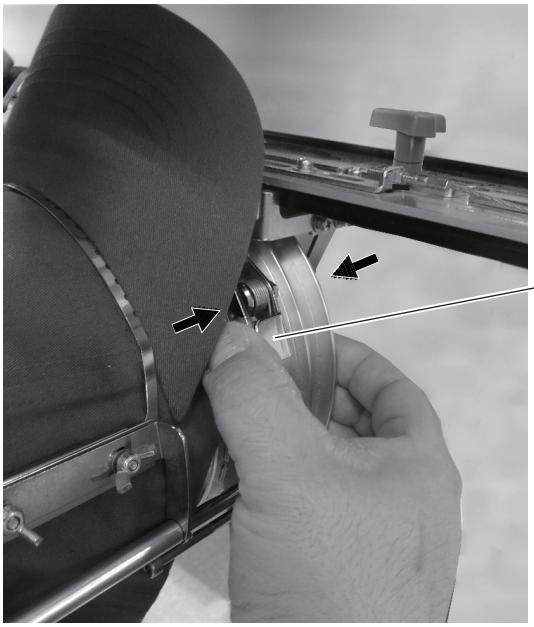

Fig. 9
9. As shown in Fig. 9, Adhere the cap hold frame and the cap drive frame closely together.